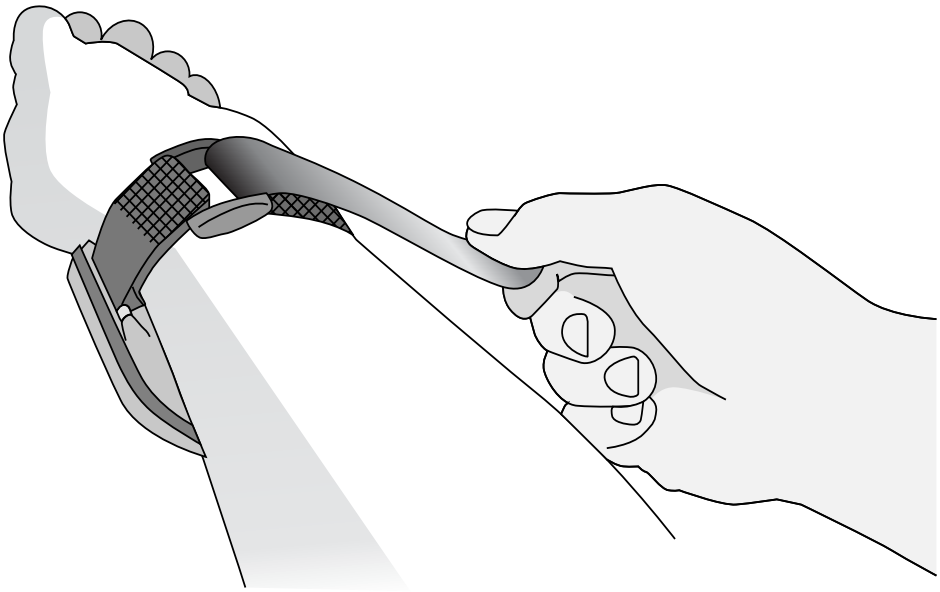
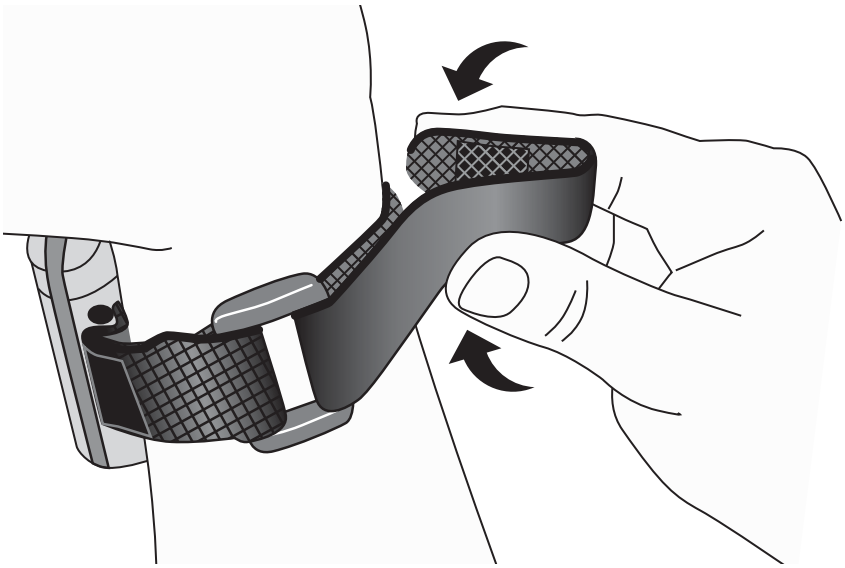
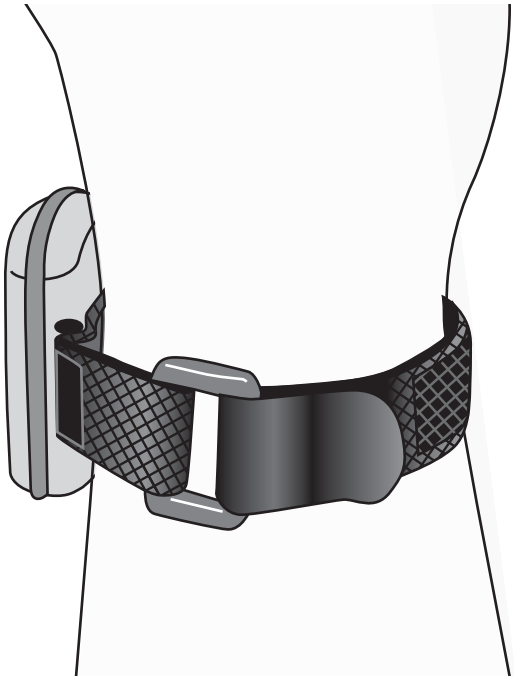

Abbildung 14: Handgelenkband festziehen
Abbildung 15: Verwendung des rechteckigen Verschlusses
Abbildung 16: Verwendung des quadratischen Verschlusses
4. Das Handgelenkband nach hinten über den Kunststoffring (Abbildung 14) legen und auf dem Klettverschlussteil am Handgelenkband (Abbildung 15 oder Abbildung 16) befestigen. Der Handgelenkumfang bestimmt, welcher Verschluss verwendet wird.
HINWEIS: Bei Verwendung des rechteckigen Verschlusses kann das Ende des Handgelenkbandes gekürzt werden. Dazu das Ende des Handgelenkbandes umlegen und den quadratischen Verschluss auf dem Band befestigen (Abbildung 15).